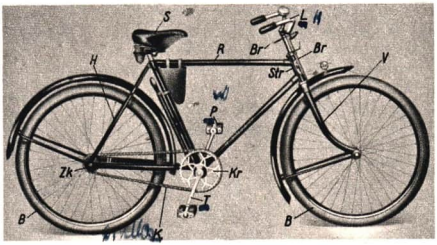

Abb. 185. Fahrrad aus dem volkseigenen „Möve"-Werk, Mühlhausen (Thüringen)
2. Das Fahrrad, eine zusammengesetzte Maschine. Eine uns allen bekannte zusammengesetzte Maschine ist das *Fahrrad* (Abb. 185). Mühelos können wir damit eine Geschwindigkeit von 15 bis 20 km/h erreichen.